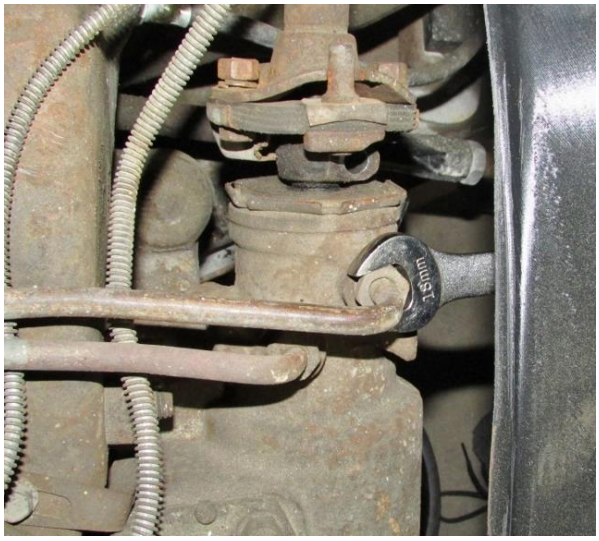

Figure 4 – Disconnect Power Steering Lines
5. Disconnect the power steering hoses from the steering gear if the truck is originally power steering equipped. Cap the open ports in the steering gear to prevent it from leaking (Fig. 4).